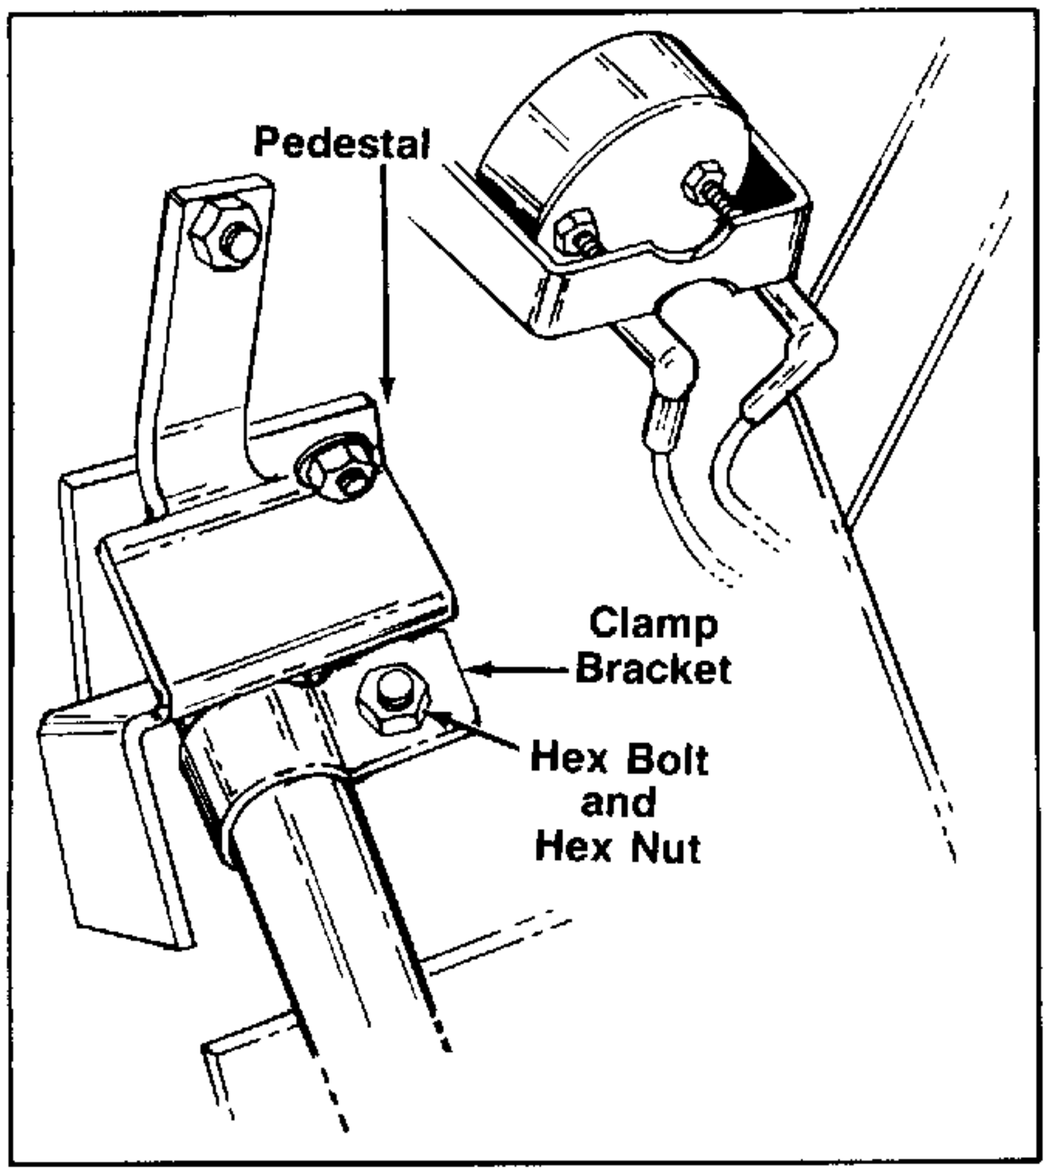

FIGURE 10.
9. Loosen clamp bracket mounted to the pedestal, by removing/loosening the hex bolt and hex nut. See figure 10.
D. Reinstall or retighten hardware on clamp bracket mounted on pedestal (left loose or removed in disassembly section, step 9, figure 10) securely.